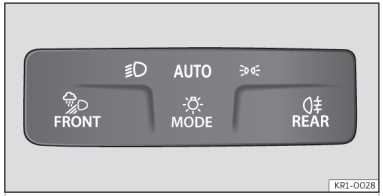

**Fig. 95** Dash panel: light panel.
- Switch on the ignition and select mode AUTO on the headlight control >>> Fig. 95.
- Switching off mode AUTO on the headlight control >>> Fig. 95.